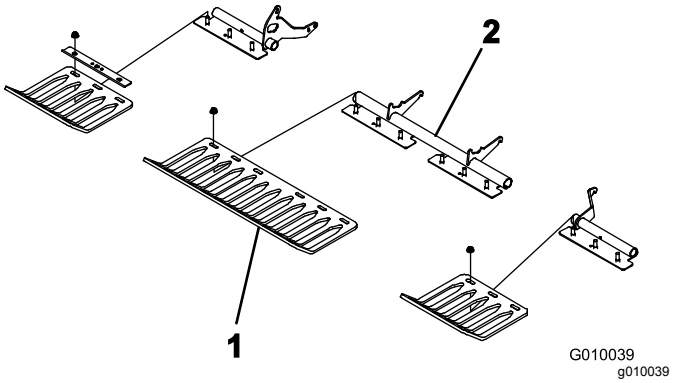

**Figur 24**
4. Montera gräsmatteskydden löst på gräsmatteskyddsfästena med de fyra klämmorna till gräsmatteskyddet och de tolv flänsmuttrarna (Figur 24). Dra inte åt fästdonen.
**Obs:** Klämmorna till gräsmatteskyddet och flänsmuttrarna sitter monterade på gräsmatteskyddsfästena vid leveransen (Figur 24).